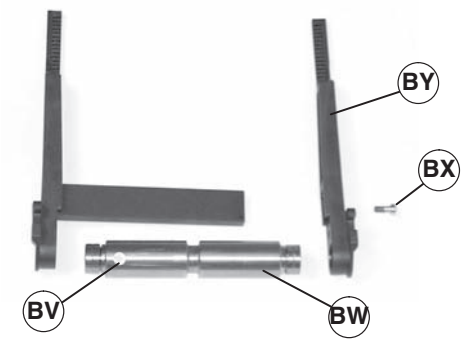

Figure 45
Note on which side of conveyor magnet (Figure 45, item BV) is located.
6. Locate magnet (Figure 45, item BV) on spindle and bearing assembly (BW).